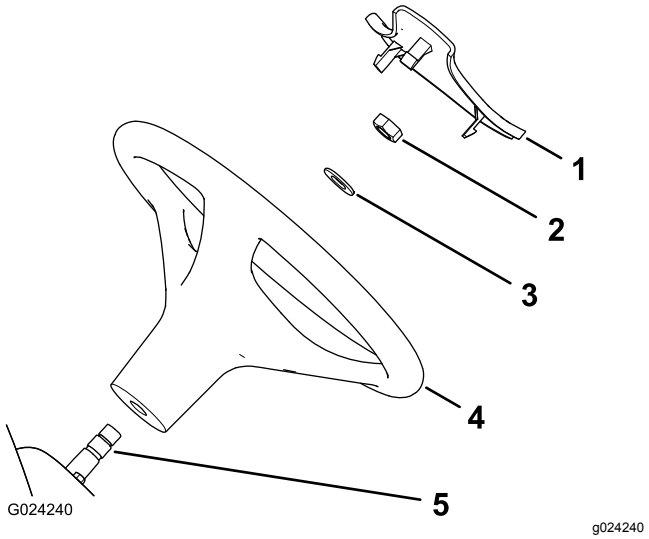

**Figur 3**
1. Hvis dekselet er montert, må du fjerne det fra rattet (Figur 3).
2. Fjern mutteren fra styreakselen (Figur 3).
3. Før rattet og skiven inn på rattstammen (Figur 3).
5. Monter dekselet på rattet (Figur 3).